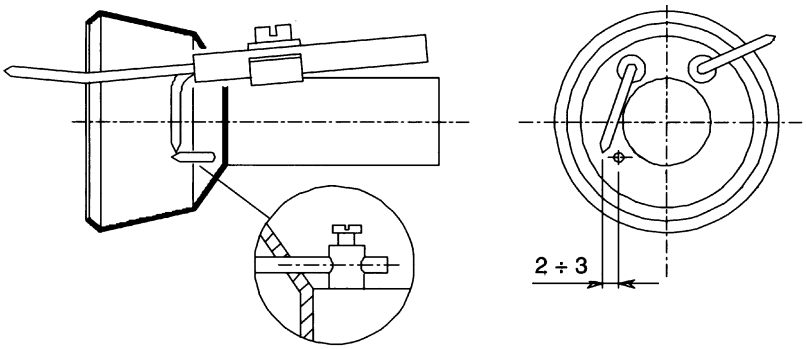
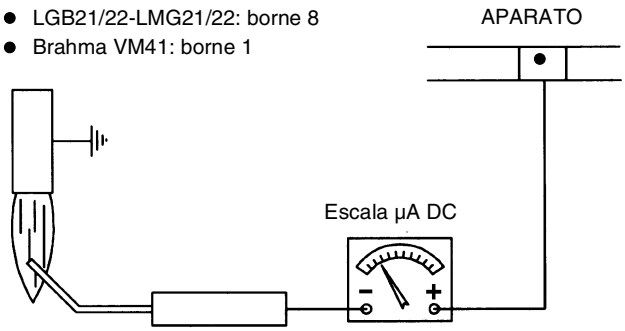

Fig. 32
Fig. 33
- Control electrodos de detección y encendido, limpieza, eventual ajuste y, si fuese necesario, sustitución (véanse Fig. 32); si existen dudas, controlar el circuito de detección tras haber puesto en función nuevamente el quemador, siguiendo el esquema indicado en Fig. 33.
A fin de garantizar un buen encendido es necesario respetar las medidas indicadas en la Fig. 32.
Para medir la señal de detección, seguir el esquema indicado en la Fig. 33. Si la señal es inferior al valor indicado, controlar la posición del electrodo de detección, los contactos eléctricos y, eventualmente, sustituir el electrodo de detección.